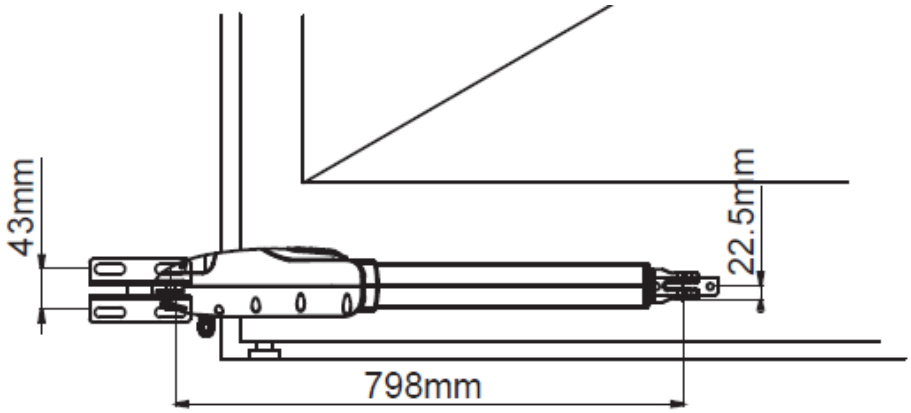

Figura 18
8. Inspeccione si la distancia y la posición de la placa frontal del motor a instalar son apropiadas, como se muestra en la Figura 18.
10. Refiérase a la Figura 18, la distancia entre la placa frontal del motor y la placa posterior es de 798mm, la diferencia en la altura es de 22.5mm.